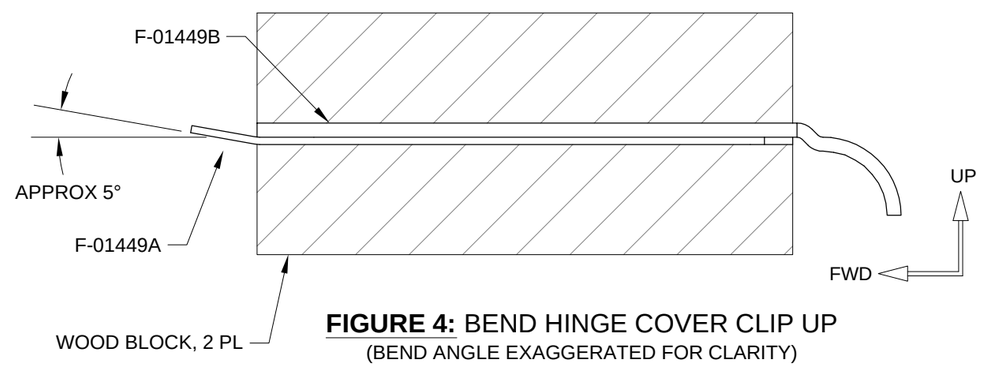

FIGURE 4: BEND HINGE COVER CLIP UP
Step 12: Clamp the Hinge Cover Assemblies between two small wood blocks as shown in Figure 4.
Remove the wood blocks, drill #40 holes in the blocks where the rivet heads caused indentations, then re-clamp the blocks as shown in Figure 4.
Step 13: Use a smooth jaw (duck bill) pliers to bend the F-01449A Cover Clips upward slightly as shown in Figure 4.